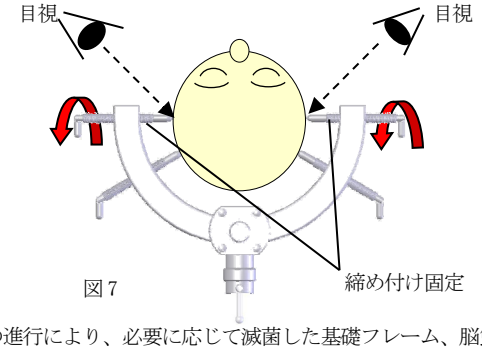

図 7
(3) 最後に仮止めしていたスクリューピンを1/4～1/2程回転させ、更なる締め付けをしてください。(図 7)スクリューピンによる過度の締め付けは、頭蓋骨の割れ・陥没・貫通、また、皮膚の裂傷等の恐れがあります。スクリューピンの締め付けは注意して行ってください。